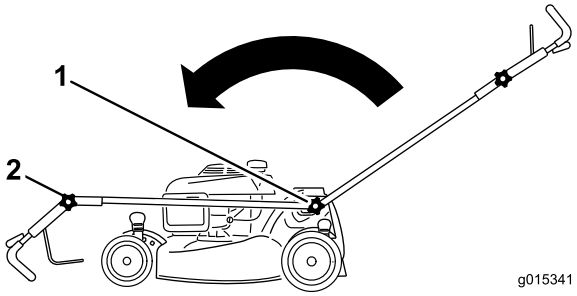

Figuur 40
1. Zet de beide knoppen waarmee de handgreep aan het frame is bevestigd los tot u de handgreep vrij kunt bewegen (Figuur 40).
2. Beweeg de handgreep naar voren zoals word getoond in Figuur 40.
3. Zet de bovenste handgreepknop los en klap de bovenste handgreep in zoals in Figuur 40.